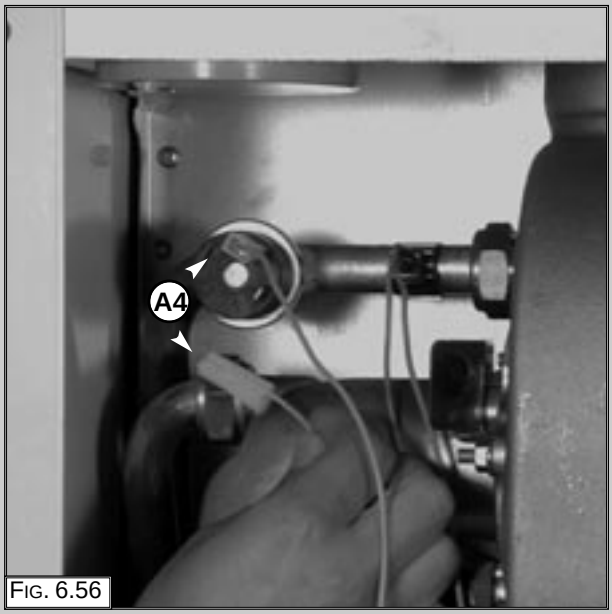

Fig. 6.56
1. Remove the electrical connections “A4” (Fig. 6.56);
1. Remove the electrical connections “A5” (Fig. 6.56);